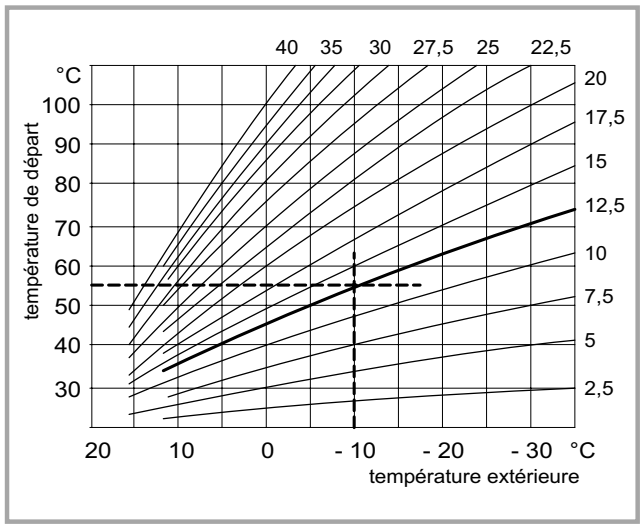

Fig. 31 - Pente de chauffage
Choix de la pente de la courbe de chauffe (fig. 31)
- Choisir la pente de la courbe de chauffe selon la méthode décrite au paragraphe "Réglage de la pente de chauffage". Voir figure 31 page 31.
- Choisir la pente de la courbe de chauffe selon la méthode décrite au paragraphe "Réglage de la pente de chauffage". Voir figure 31 page 31
- Choisir la pente de la courbe de chauffe selon la méthode décrite au paragraphe “Réglage de la pente de chauffage”. Voir figure 31 page 31